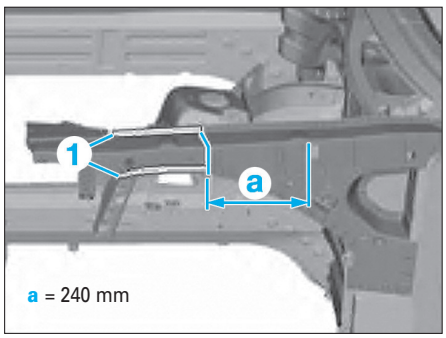
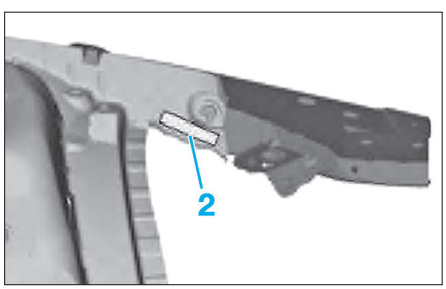

FIG. 1
FIG. 2
• Procéder la découpe de la doublure d'aile avant à partir du bord du trou rectangulaire **(Fig.1)**.
• Meuler les cordons de soudure dans les zones (1) **(Fig.1)** et (2) **(Fig.2)**.